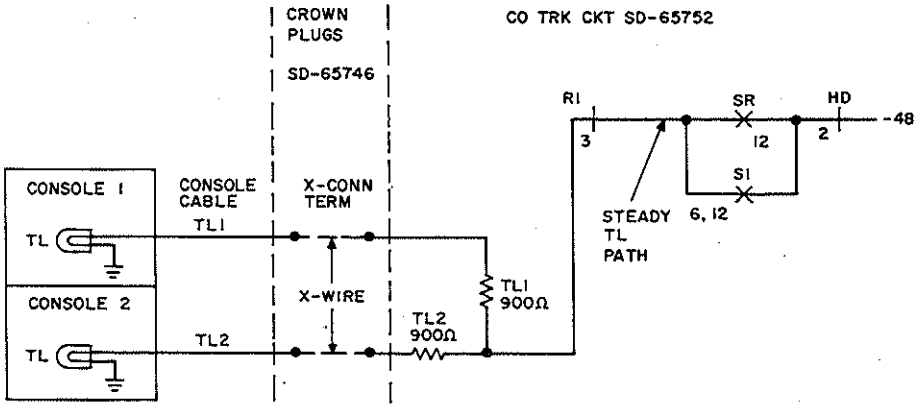
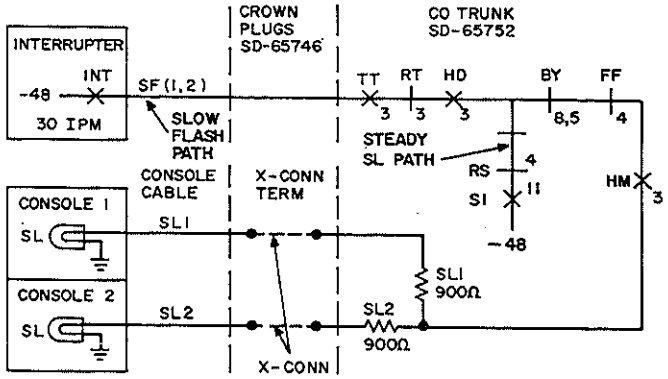

FIG. 2
FIG. 3
Yes → [7] Check operate path of steady trunk lamp (TL) [FIG. 2] or station lamp (SL) per FIG. 3
SL [FIG. 3]